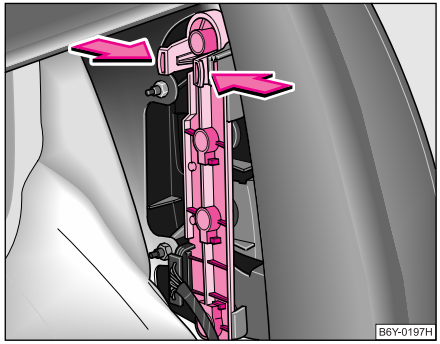

Fig. 175 Demontarea suportului becurilor cu incandescență
– Apăsați cureluşele de fixare din partea de sus a suportului, în sensul săgeții şi scoateți suportul ⇒ fig. 175.